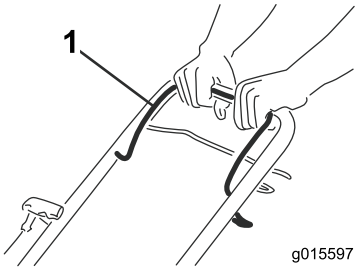

Figur 13
1. Håll knivstyrstången (Figur 13) mot handtaget.